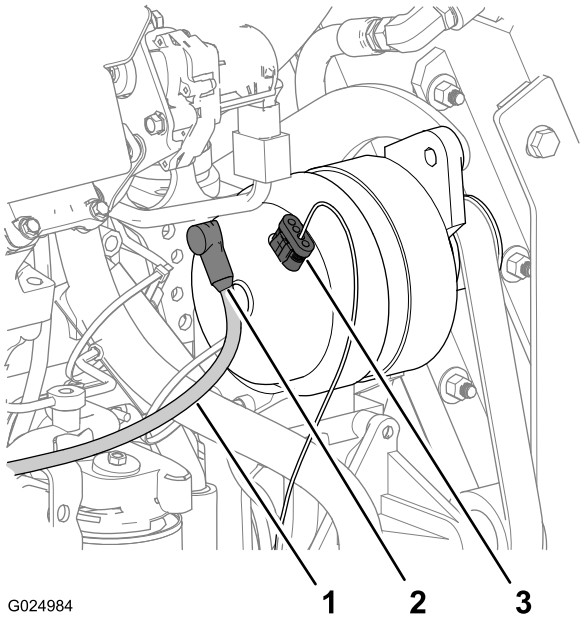

Figura 116
1. Nell'alternatore, fate scorrere il cappuccio via dal morsetto e dal prigioniero sul retro dell'alternatore (Figura 116).
3. Rimuovete il connettore a 4 prese per il filo di rilevamento della tensione dal connettore a 4 pin sopra l'alternatore (Figura 116).
2. Collegate il connettore a 4 prese per il filo di rilevamento della tensione al connettore a 4 pin sopra l'alternatore (Figura 116).
3. Assemblate il morsetto del filo di carica sul prigioniero sul retro dell'alternatore (Figura 116).
5. Allineate il cappuccio del filo di carica sul morsetto e sul prigioniero (Figura 116).